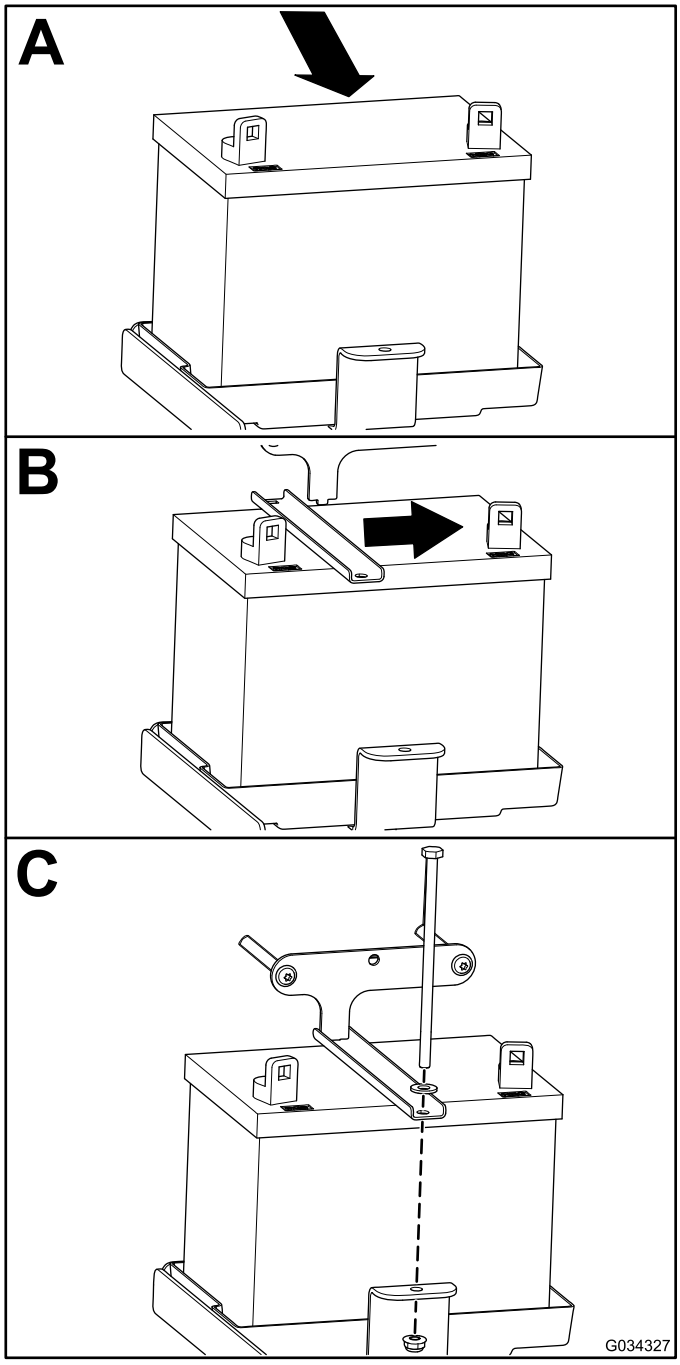

Figur 49
1. Monter batteriet som vist i Figur 49.